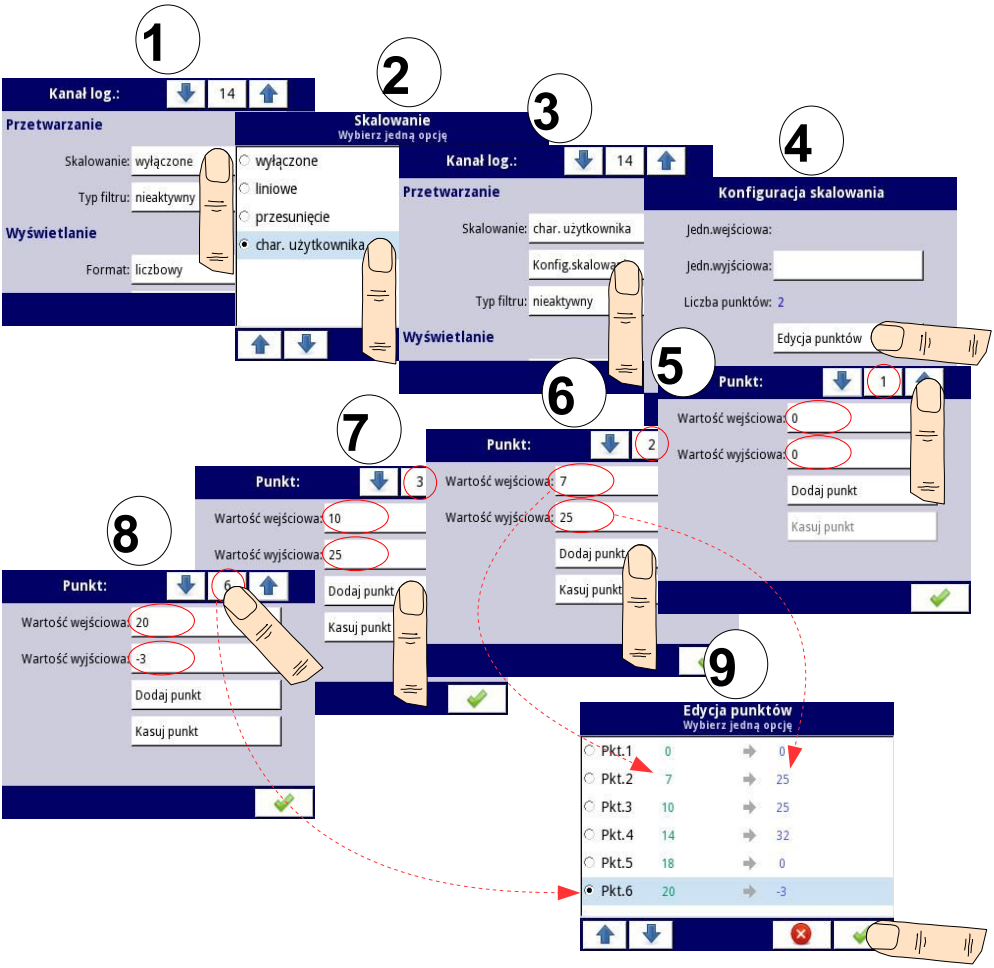

Rys. 7.51 Sposób konfiguracji przykładowej charakterystyki użytkownika
1. Naciskając przycisk **Skalowanie** wchodzimy w menu i wybieramy opcję **char. użytkownika** (punkt **(1)** i **(2)** na **Rys. 7.51**).
2. Naciskamy przycisk **Konfig.skalowania** a następnie **Edycja punktów** (punkt **(3)** i **(4)** na **Rys. 7.51**).
3. Dla punktu 1 ustawiamy **Wartość wejściową** oraz **Wartość wyjściową** (punkt **(5)** na **Rys. 7.51**).
4. Przełączamy ekran za pomocą strzałek do punktu 2 i tam również ustawiamy **wartość wejściową** i **wyjściową** (punkt **(6)** na **Rys. 7.51**).
5. Aby dodać lub skasować kolejne punkty należy użyć przycisku **Dodaj punkt** lub przy kasowaniu **Kasuj punkt** (punkt **(7)** na **Rys. 7.51**).
7. Na koniec możemy sprawdzić wszystkie zdefiniowane punkty poprzez naciśnięcie środkowego przycisku między strzałkami w prawym górnym rogu ekranu (punkt **(8)** i **(9)** na **Rys. 7.51**).